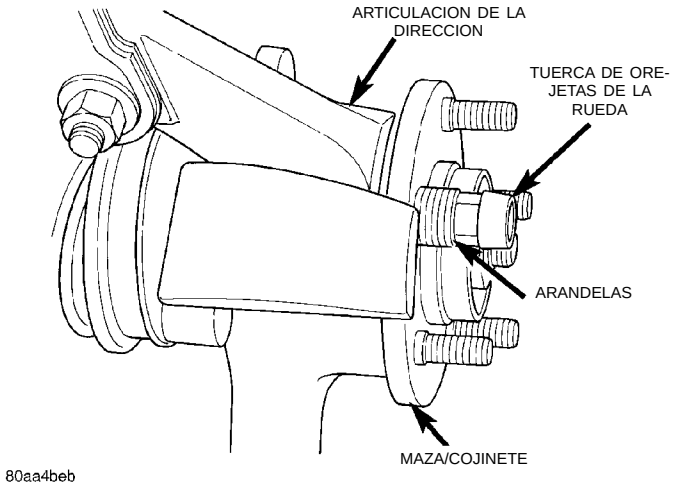

Fig. 57 Instalación del perno espárrago de la rueda
(1) Instale el perno espárrago de rueda de recambio en la brida del conjunto de maza y cojinete. Instale arandelas y una tuerca de orejeta de rueda en el espárrago (Fig. 57). La tuerca de orejetas **DEBE** instalarse con el lado plano de la misma contra las arandelas (Fig. 57).